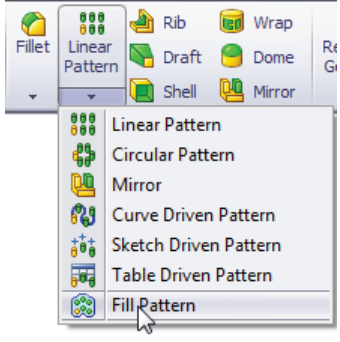

Figure 2-43 *The **Linear Pattern** flyout*
1. Choose the **Fill Pattern** button from the **Linear Pattern** flyout in the **Features CommandManager**, refer to Figure 2-43; the **Fill Pattern PropertyManager** is displayed.